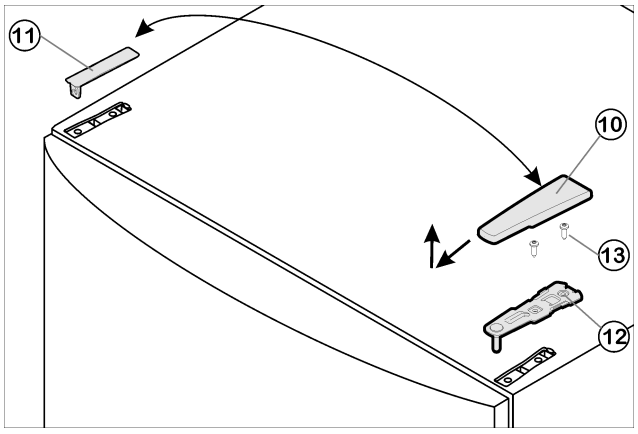

Fig. 4
▶ Kryt *Fig. 4 (10)* stáhněte dopředu a nahoru.
▶ Kryt *Fig. 4 (11)* zvedněte.
▶ Horní stojan ložiska *Fig. 4 (12)* odšroubujte (2 krát Torx® 25) *Fig. 4 (13)* a stáhněte nahoru.
- ▶ Horní stojan ložiska *Fig. 4 (12)* vložte na nové straně závěsu do dvířek.
- ▶ Horní stojan ložiska *Fig. 4 (12)***přišroubujte (s 4 Nm)**(2krát Torx® 25) *Fig. 4 (13)*. Díry pro šrouby případně předem propíchněte nebo použijte akumulátorový šroubovák.
- ▶ Kryt *Fig. 4 (10)* a kryt *Fig. 4 (11)* zatlačte vždy na opačné straně.